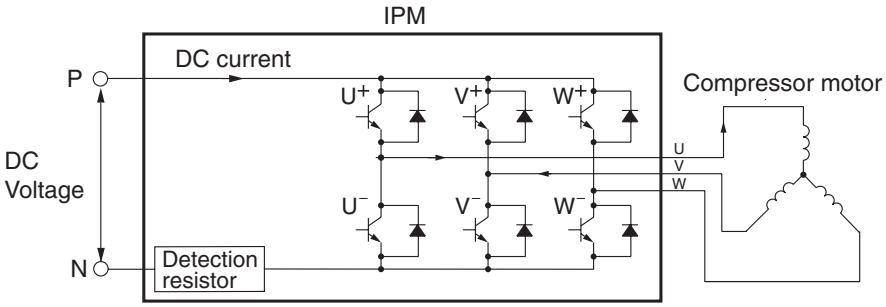

Fig. 6-6
1. Turns on the power module's U^+ and V^- transistors so the current flows to the motor windings as shown in Fig. 6-6.